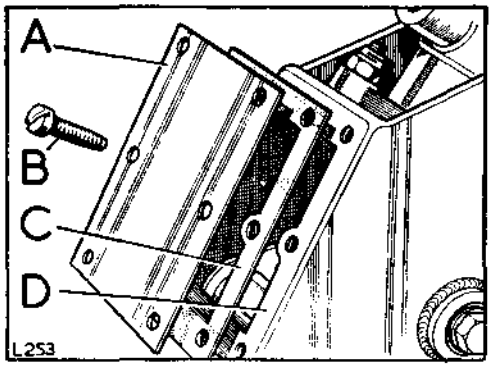

**Fig. H1-34. Top cover for brake pedal bracket**
7. Fit the top cover and gasket to the brake pedal bracket. See Fig. H1-34.